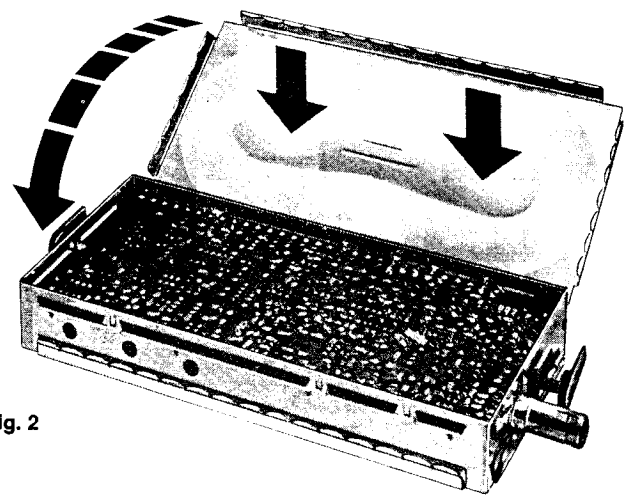

Fig. 2
2. Vor dem Wiederaufsetzen des Deckels die Blechsicke von der Innenseite wieder in die Normallage zurückdrücken (Fig. 2).
2. Before the cover can be put back on, the plate channel must first be pressed back into its proper position from the inside (Fig. 2).
2. Avant de remettre le couvercle repousser avec deux pouces symétriquement aux drains de l'intérieur du blindage à la position d'origine. (Fig. 2)
2. Prima di rimettere il coperchio, ripremere la scanalatura della lamiera dall'interno per rimetterla in posizione normale (Fig. 2).